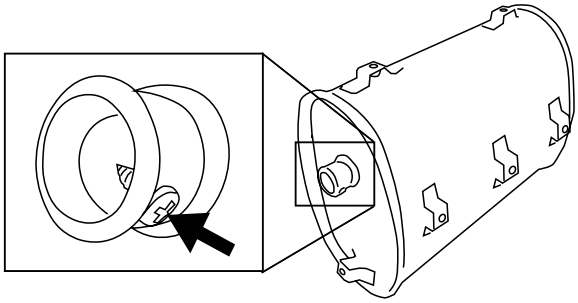

Figura 15: quitar el parachispas
4. Una vez que se quita la cubierta, ubique el tornillo en la punta del silenciador y quítelo. Tire del apagachispas del silenciador. (ver Figura 15).